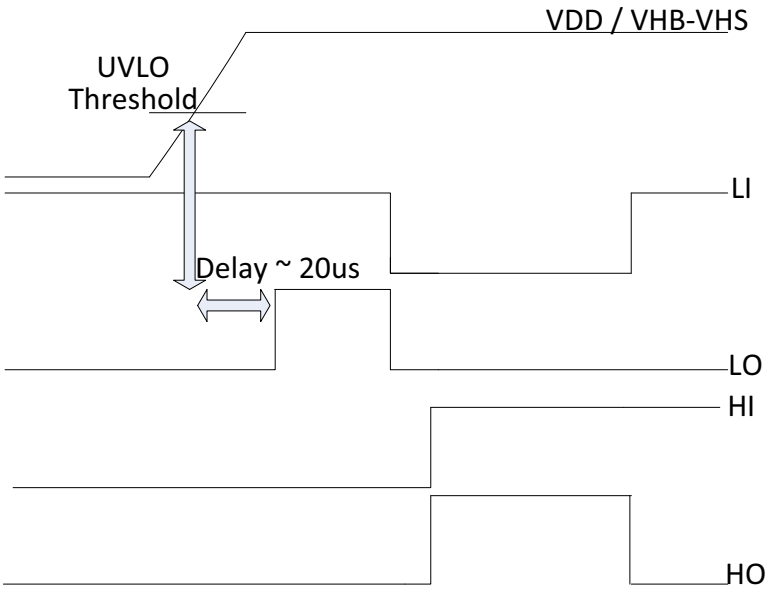

Figure 4. Output Logic at UVLO Crossing
At power−up, the HS Pin is at ground, the bootstrap capacitor will charge up to VDD through the internal diode. The designer must factor in at least 3 time constants (RC) plus the internal UVLO delays (20 μs typical) before the output can react to a logic input (Refer to Figure 4). If for any reason the voltage across the bootstrap capacitor drops below UVLO, it is required to charge the capacitor back up to VDD while accounting for 3 time constants and the 20 μs UVLO delay before the High−Side channel can react to an HI input.
At power up, when the supply voltage ramps up to set VDD and crosses the UVLO thresholds, **users must take into account a 20 µs delay** before the output drivers can react to a logic input. The 20 µs delay applies to both High−side and Low−side drivers. Figure 4 only shows the delay for the low−side channel.
When VDD & VHB cross their respective UVLO thresholds if HI and LI were already set the NCP81080 will keep HO pulled Low until it detects a rising edge on HI, however LO will follow LI allowing the Low−Side FET to turn on. (Refer to Figure 4)